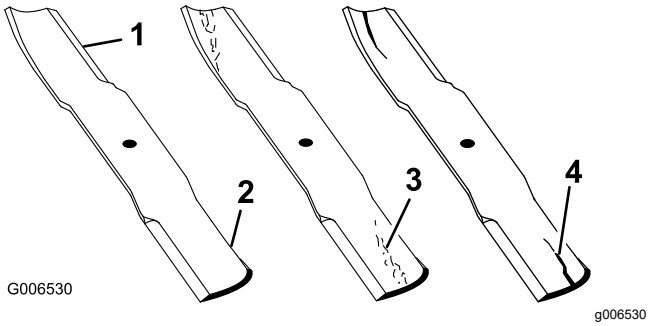

**Figuur 144**
2. Controleer nauwkeurig de uiteinden van het maaimes, in het bijzonder op de plaats waar het platte en het gebogen deel samenkomen; zie Figuur 144.
**Opmerking:** Omdat het metaal dat het platte en het gebogen deel van het mes verbindt, kan wegslijten door zand en ander schurend materiaal, moet u dit steeds controleren voordat u gaat maaien. Als u een slijtplek ontdekt, moet u het mes vervangen (Figuur 144).